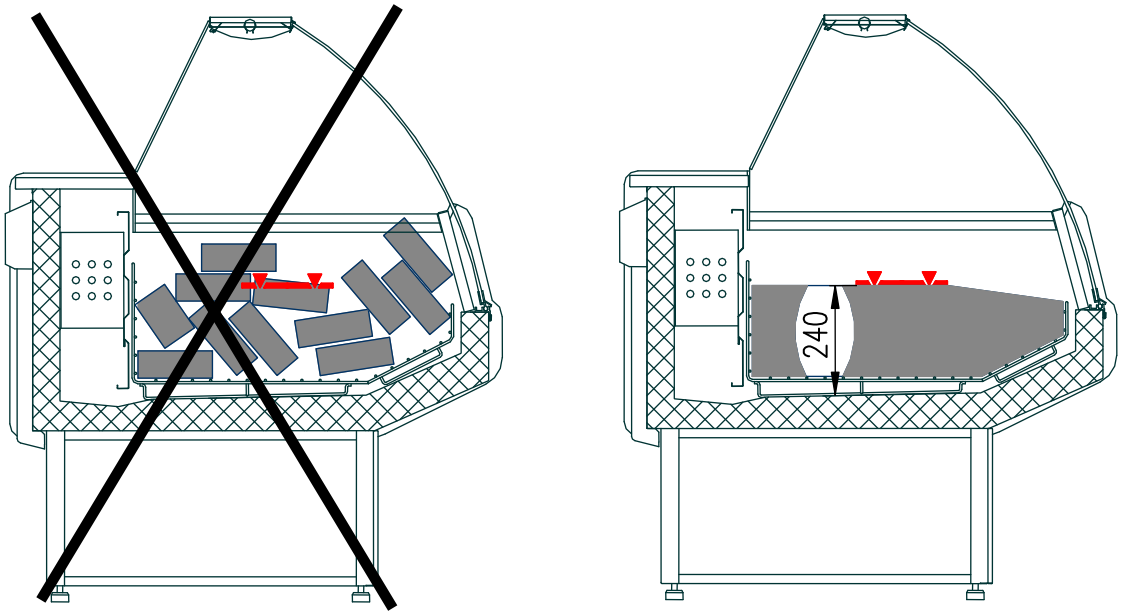

Рис. 3. Загрузка витрины продуктами
- Проверить правильность расположения продуктов в витрине, согласно п. 3.7 и рис. 3.